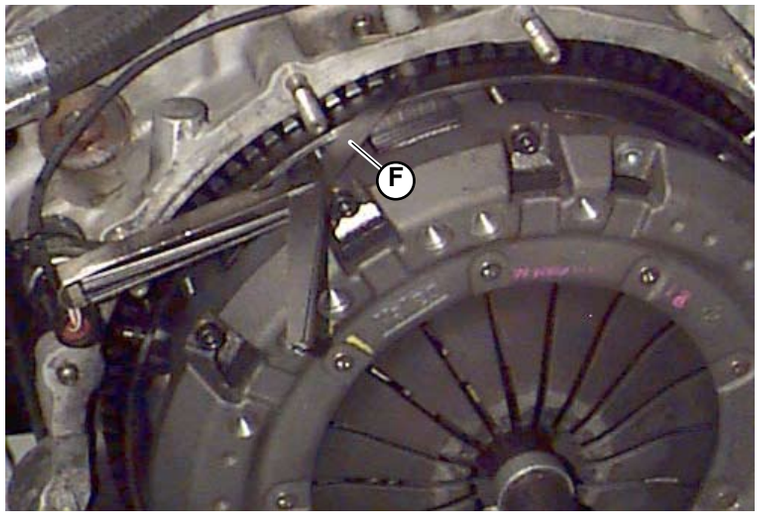

Fig.4
3. Using a suitable tool (**F-Fig.4**), rotate the engine and check the air gap between the flywheel pins and engine timing sensor; this value must be equal to 0.5 – 1.0 mm.